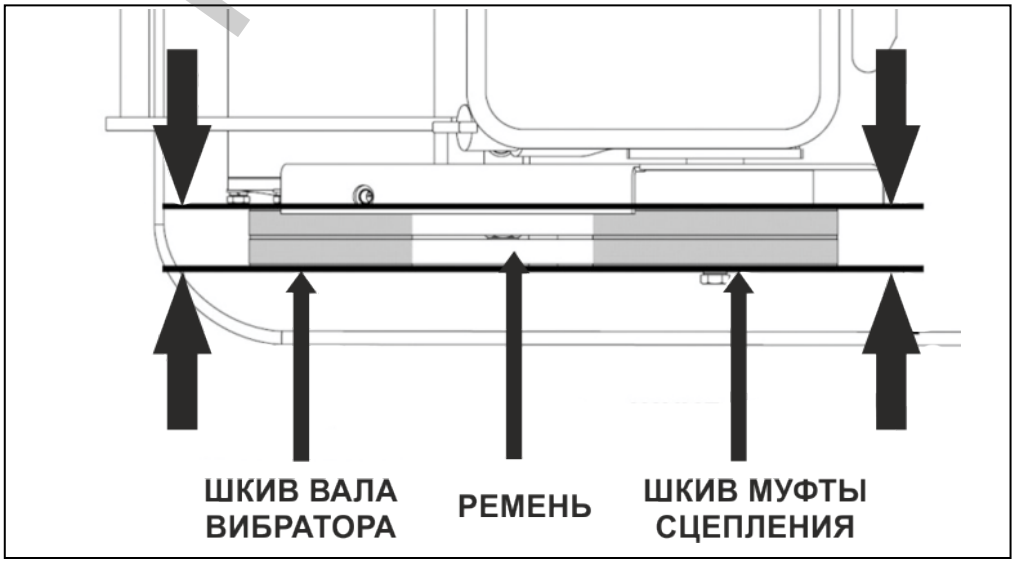

Рис. 24. Проверка плоскости шкивов и ремней.
5. Убедиться, что ремни и шкивы вала вибратора и муфты сцепления находятся в одной плоскости (Рис. 24).
7. Сдвинуть двигатель в сторону от вибратора, проверить натяжение ремней. При этом нужно контролировать, чтобы ремни и шкивы вала вибратора и муфты сцепления были в одной плоскости (Рис. 24).